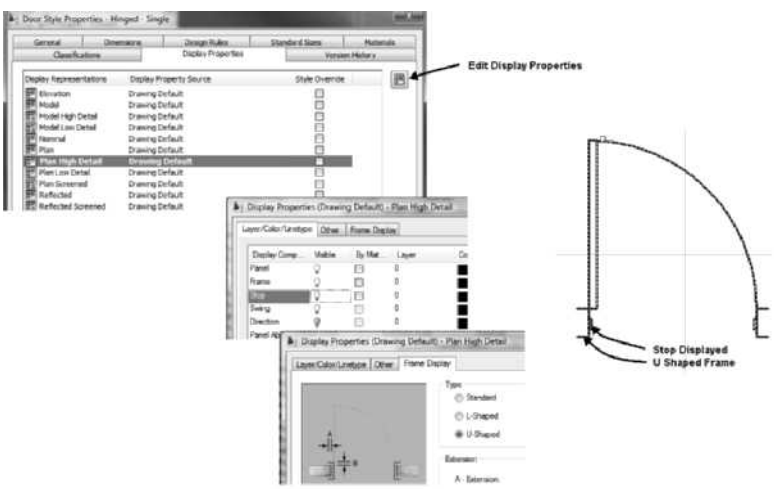

FIGURE 5.24 *Editing Display Properties to display stop and modify frame type*
16. Select the door, and choose **Edit Style** from the Door contextual tab. Choose the Display Properties tab. Select the **Plan High Detail** display representation. Choose Edit Display Properties to top open the Display Properties (Drawing Default) - Plan High Detail. Choose the Layer/Color/Linetype tab. Imperial only click the light bulb to turn on the display of the Stop as shown in Figure 5.24.
18. Edit the Frame Display. Type to U-Shaped as shown in Figure 5.24. Click OK to dismiss all dialog boxes and view the U-shaped frame.